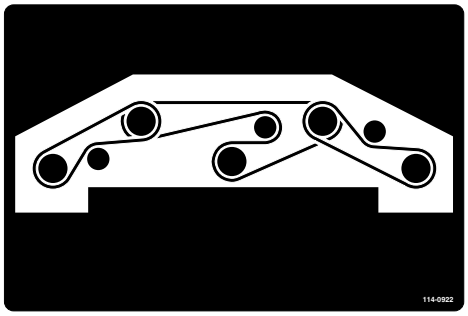

Bild 123
8. Verlegen Sie den neuen Riemen um die Spindelscheiben und die Spannscheiben (Bild 123).